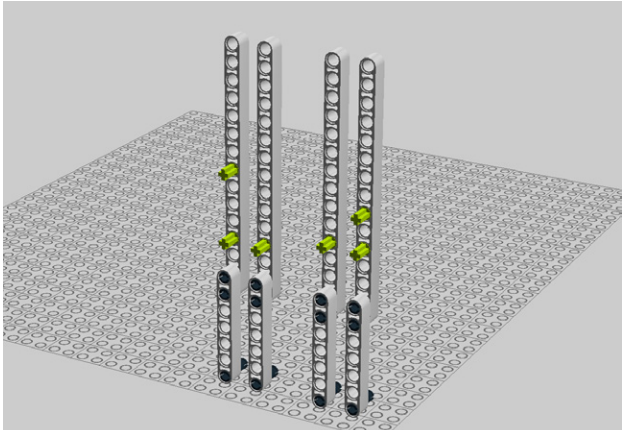

Figure 5-52. *Step 45: Adding some pegs*
45. These connector pegs with cross axles come next (see Figure 5-52).